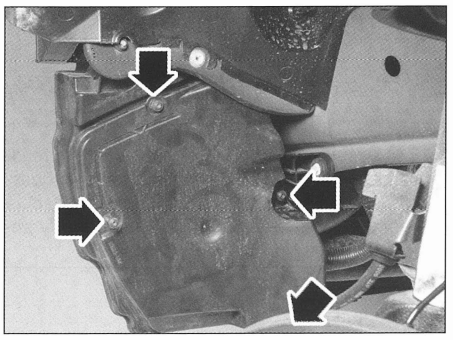

FIG. 23
•Desmontar los 4 tornillos de fijación de la tapa que se encuentra en la caja de resonancia de admisión de aire **(fig. 23).**